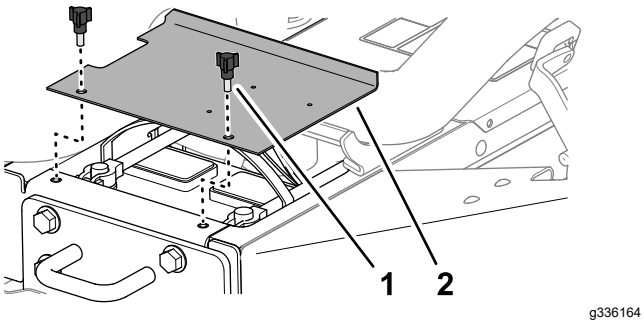

**Figur 4**
1. Fjern de to knottene som fester batteridekselet til maskinen, og fjern dekselet (Figur 4).